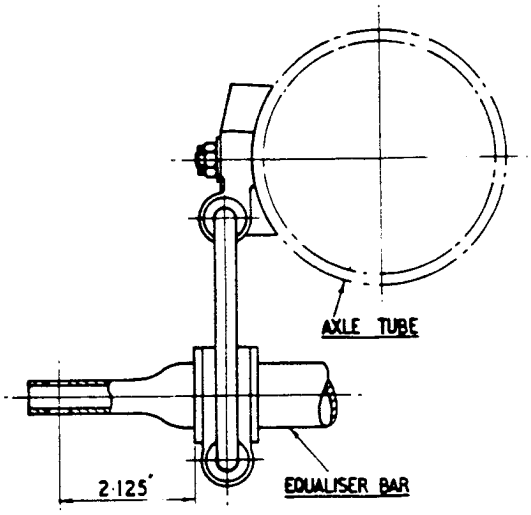

FIG. 2. FINAL POSITION FOR MODIFIED SUPPORT.
(3) Thread on the new support assembly from the front end of the equaliser bar, and slide the assembly along the bar until the outer face of the silentbloc bush is exactly 2.125" distant from the centre of the bolt hole at the rear of the bar (See Fig. 2. above). Due to the interference between the rubber bush and the bar, it is recommended that some form of lubricant, e.g. French chalk or soap, is used to facilitate sliding the assembly along the bar.
(4) Fit the upper bracket to the existing stud on the axle tube, replace the existing plain washer (distance piece), and then secure by means of the thinner castellated nut provided, locking this by fitting a new 1/16" split pin. Reconnect the equaliser bar.